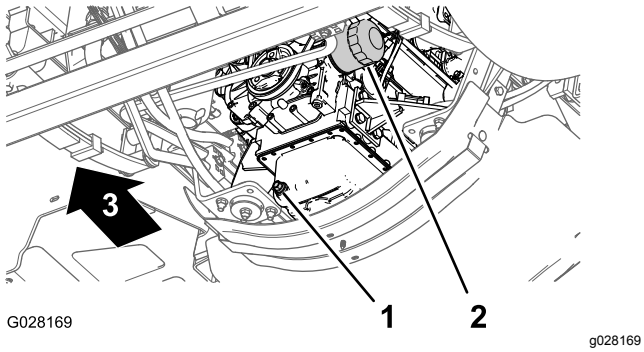

Figuur 71
3. Plaats een opvangbak onder het oliefilter van de motor (Figuur 71).
4. Verwijder het oude oliefilter (Figuur 71).
8. Monteer het oliefilter op het filtertussenstuk en draai het oliefilter rechtsom tot de rubberen pakking het filtertussenstuk raakt. Draai vervolgens het filter nog een halve slag aan (Figuur 71).
1. Plaats een opvangbak onder de aftapplug (Figuur 71).
2. Verwijder de aftapplug (Figuur 71) en laat alle olie weglopen.